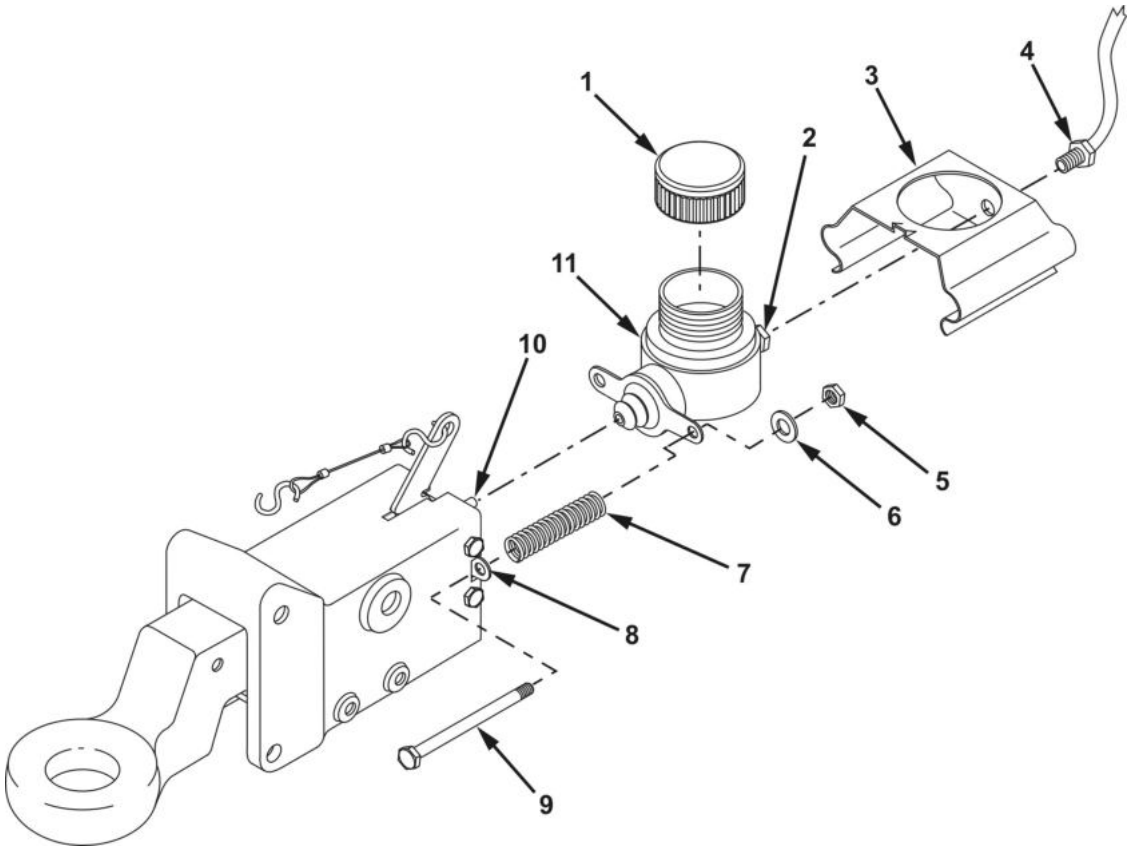

Figure 1. Master Cylinder Removal and Installation.
3. Remove master cylinder cover (Figure 1, Item 3) from master cylinder assembly (Figure 1, Item 11), then reinstall master cylinder cap (Figure 1, Item 1).
4. Remove two nuts (Figure 1, Item 5), two washers (Figure 1, Item 6), two springs (Figure 1, Item 7), and two capscrews (Figure 1, Item 9) securing master cylinder (Figure 1, Item 11) to master cylinder mounting plate (Figure 1, Item 8).
5. Carefully remove master cylinder (Figure 1, Item 11) from master cylinder mounting plate (Figure 1, Item 8) and push rod assembly (Figure 1, Item 10).
1. Carefully install master cylinder (Figure 1, Item 11) on push rod assembly (Figure 1, Item 10) and master cylinder mounting plate (Figure 1, Item 8).
2. Install two capscrews (Figure 1, Item 9), two springs (Figure 1, Item 7), two washers (Figure 1, Item 6), and two nuts (Figure 1, Item 5) securing master cylinder (Figure 1, Item 11) to master cylinder mounting plate (Figure 1, Item 8). Tighten capscrews and nuts compressing springs to a measurement of 3.25 in. (82.6 mm).
3. Remove master cylinder cap (Figure 1, Item 1) from master cylinder (Figure 1, Item 11).
4. Install master cylinder cover (Figure 1, Item 3) on master cylinder assembly (Figure 1, Item 11).
5. Install master cylinder cap (Figure 1, Item 1) on master cylinder (Figure 1, Item 11).
6. Remove temporary plug from flex brake line fitting end (Figure 1, Item 4).
Master cylinder adapter (Figure 1, Item 2) requires a 12 mm wrench.
7. Connect flex brake line (Figure 1, Item 4) to master cylinder adapter (Figure 1, Item 2). Tighten flex brake line fitting end.